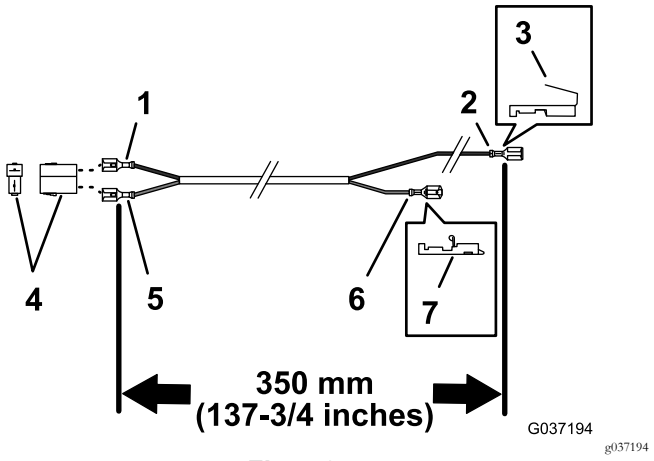

Figur 25
1. Find 350 cm-ledningsnettet (uden en ringklemme) som vist i Figur 25.